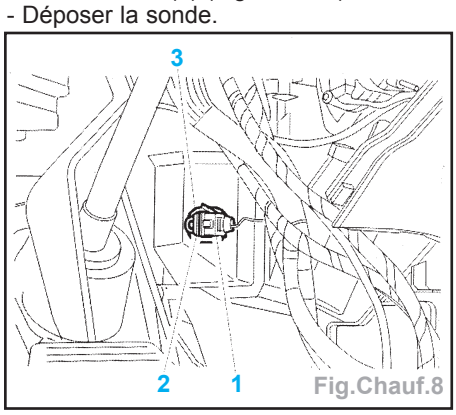

Fig.Chauf.8
- Débrancher la connexion (1), tourner et tirer la sonde (2) (Fig.Chauf.8).